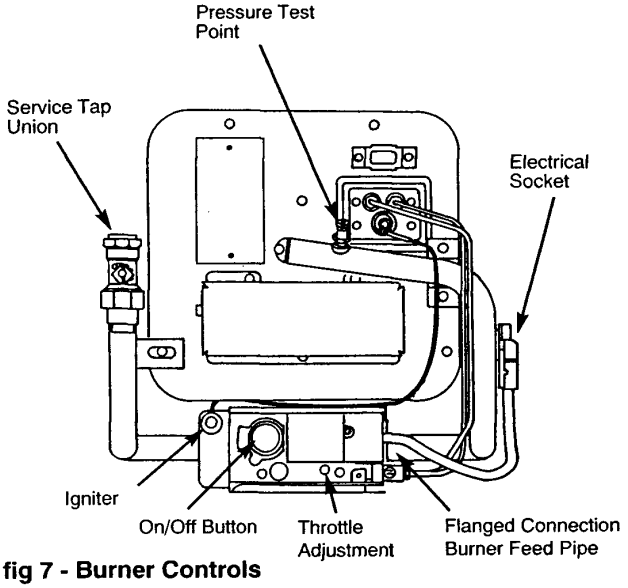

fig 7 - Burner Controls
4) Turn off the gas supply at the service tap and disconnect the union (Fig 7).
5) Disconnect the electrical socket by pulling upwards (Fig 7).
19) Hold in the grey on/off button on the gas control valve (Fig 7). Press in the igniter button and release. Repeat until the pilot lights. Hold in the on/off button for a further 20 seconds and then release. The pilot should then stay alight.
21) Remove the pressure test point screw (Fig 7). Connect a pressure gauge and operate the burner by turning the thermostat knob to its highest setting.
22) Check that the pressure corresponding to the range rated output is correct for the installation (see data label). If necessary adjust the appliance throttle (Fig 7).
7) Remove the valve complete with the heat shield and inlet pipe by disconnecting the flanged burner feed pipe (Fig 7).